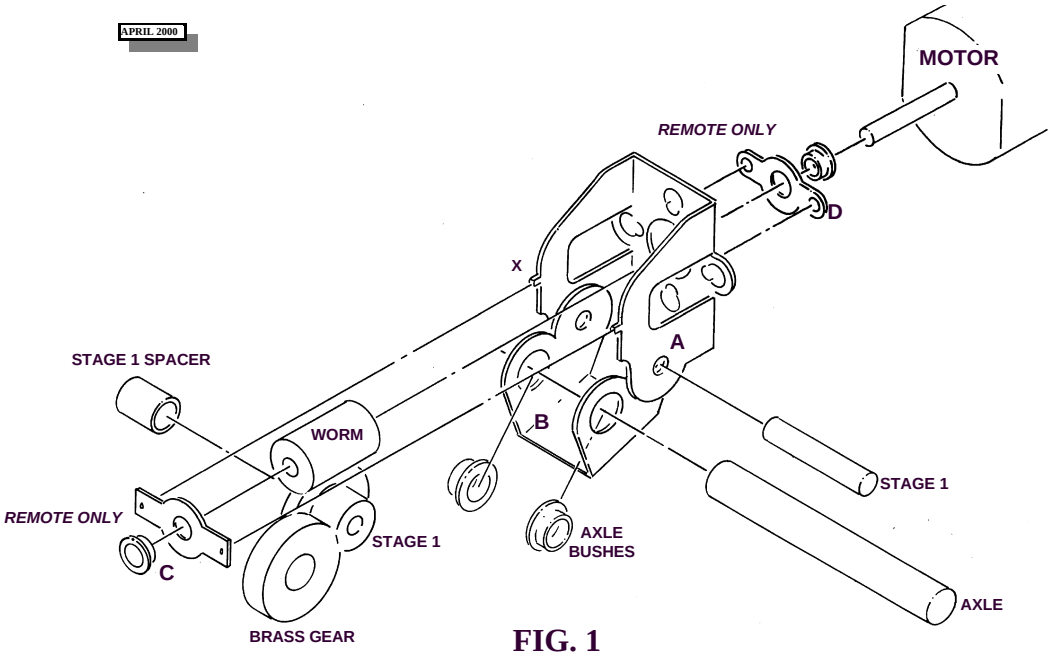
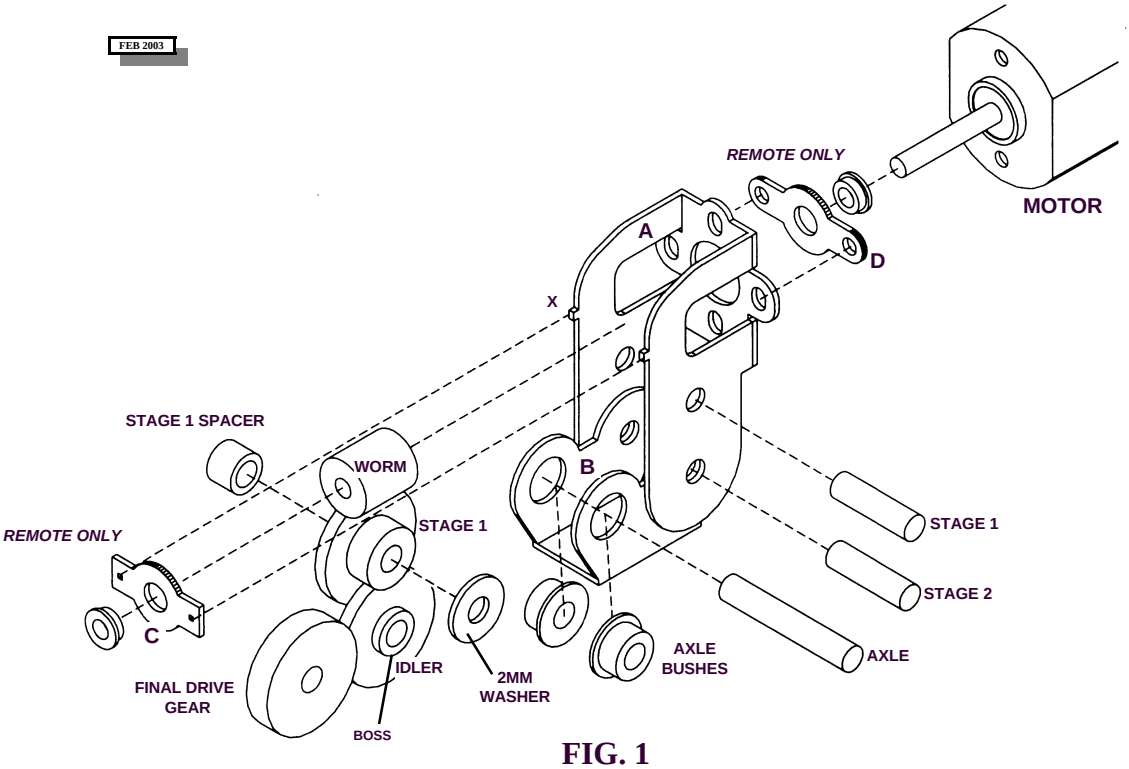
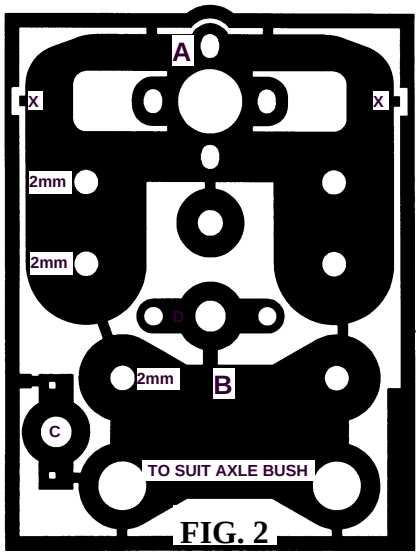

FIG. 1
FIG. 1
FIG. 2
Study Figs 1 and 2. Before cutting the gearbox etch from the fret, progressively ream out each of the **holes** to the sizes shown in Fig 2. Components should be offered up until they a tight push-fit in their holes. Once the gearbox is assembled, the shafts are fixed but the gears are free to revolve. Remove burrs by inserting the tip of a drill bit (of much larger diameter than the hole) and gently rotating it between your fingers.
Now cut the etches from the fret with a heavy blade and trim off the tabs, taking care not to accidentally remove any locators. **Fold up the gearbox** (A) as shown in Fig. 1, using flat nosed pliers to grip the motor mounting plate near the bend lines when doing so. This will prevent the plate from accidentally buckling across the hole centres. AII bends are 90 degrees, with the bend lines on the inside of the gearbox. Add fillets of solder to the inside of the folds to strengthen the gearbox. If you are using the **remote attachments**, open out the small location holes in the front attachment (C) so they fit snugly over the locators (X) on the main gearbox etch, and then solder it in place. Now fold up the final drive carriage (B) and strengthen with solder, as above. De-flux the gearbox and carriage by scrubbing them with household cleaner, then rinse and allow to dry. If they are likely to be visible then **paint** them black.
Refer to Fig. 1. The stage 1 double gear will be one of three types - 15/10T (30:1), 20/10T (40:1) or 27/10 (54:1) - depending on the overall reduction ratio of the gearbox. Fit the **stage 1 gearshaft**, double gear (according to ratio) the spacer bush and the etched thrust washer (with the ribbed side facing the gear) into the gearbox. Sight through the opening in the gearbox sides to check the mesh with the worm - there should be daylight between the gear and the worm, but avoid having too much backlash. Some modellers may prefer a deeper mesh (especially for a heavily loaded loco) but avoid 'bottoming out' the gears. If the mesh is too shallow, the gears may wear or even come out of mesh. If necessary, loosen the motor fixing screws, adjust the mesh and then lightly glue the shaft in place.